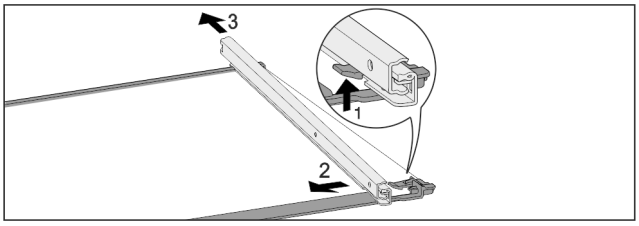

Fig. 200 Glass shelf with rails
▶ Push up front click-in hooks. *Fig. 200 (1)*
▶ Move the pull-out rails to the side *Fig. 200 (2)* and to the rear *Fig. 200 (3)*.